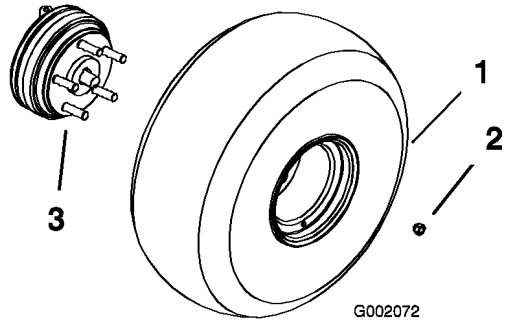

Figur 3
3. Monter hjulene med de fastgørelsesanordninger, der tidligere blev fjernet (Figur 3), og tilspænd med et moment på 61-88 Nm.